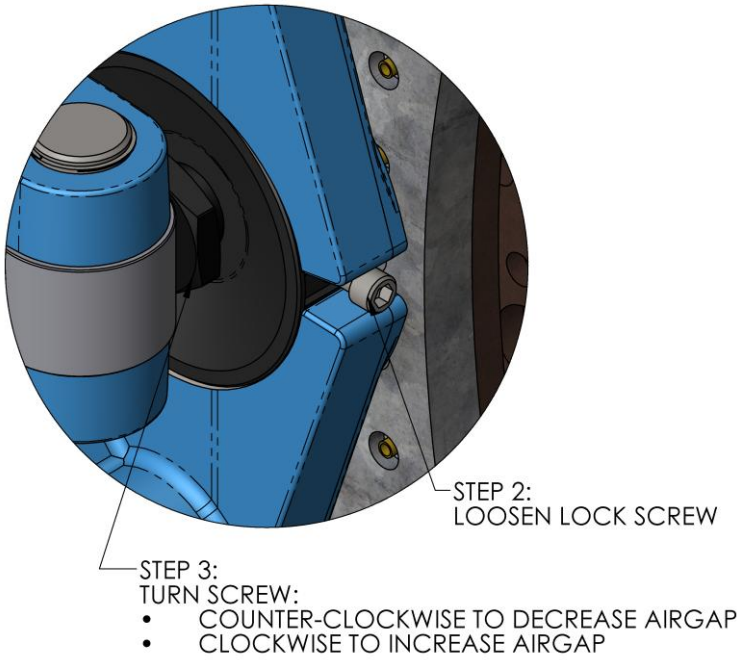

Figure 10: Airgap Adjustment
2. Refer to Figure 10, back-off the wear adjustment locking screw using a 5/16” [8mm] Allen key.